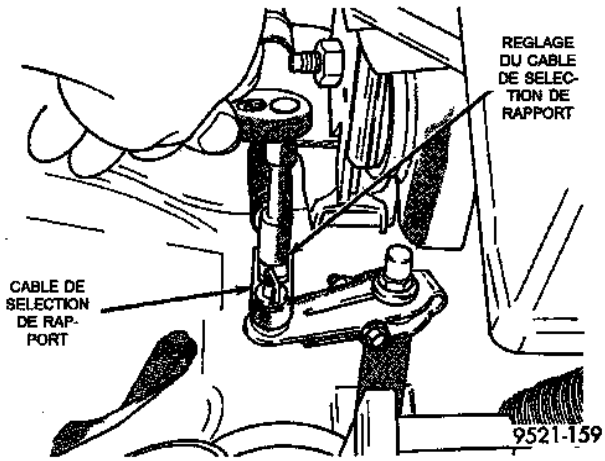

*Fig. 11 Câble de sélection de rapport*
(1) Placer le véhicule sur un sol horizontal et serrer le frein de stationnement.
(2) Placer le levier de sélection en position de stationnement (P) et déposer la clé.
(3) Desserrer la vis de réglage du câble au levier actionnant la boîte-pont (Fig. 11).
(4) Tirer le levier actionnant la boîte-pont complètement vers l'avant, à la position de verrouillage de stationnement.
(5) Desserrer le frein de stationnement puis pousser le véhicule pour s'assurer du verrouillage en position de stationnement. Serrer à nouveau le frein de stationnement.
(6) Serrer la vis de réglage du câble au couple de 8 N·m (70 livres pouce). A ce moment, le câble de sélection de rapport doit être réglé correctement.
(7) Vérifier le réglage par la méthode précédente.